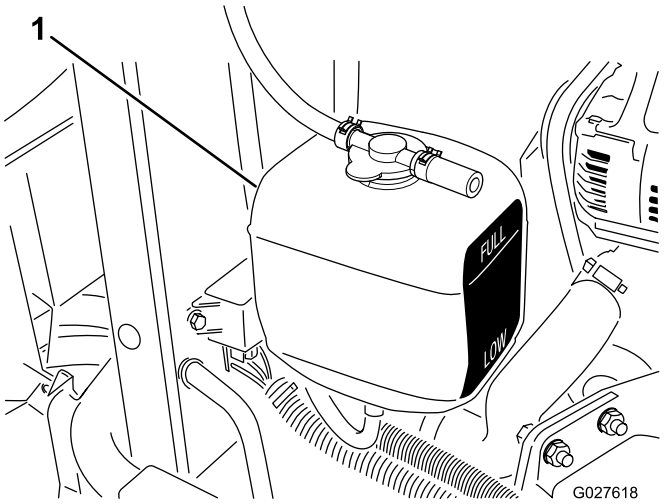

Figuur 41
1. Controleer het koelvloeistofpeil in de expansietank (Figuur 41).